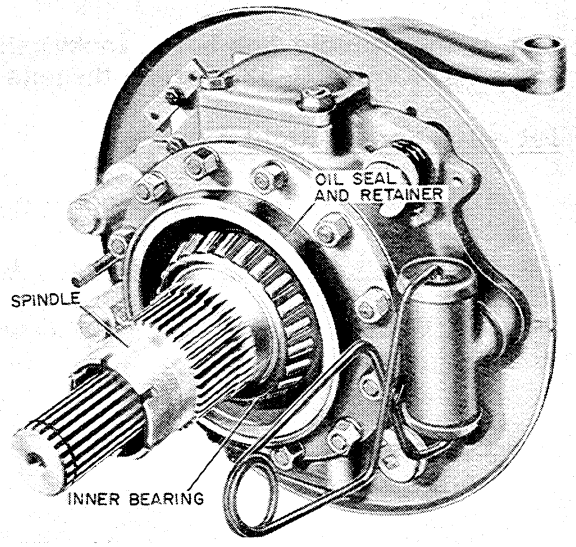

Figure U-51
8. Now install the spindle hub onto the universal joint outer flange, Figure U-51. Torque the stud nuts to the proper torque:
9. Also install a new oil seal, retainer and bearing, Figure U-51.